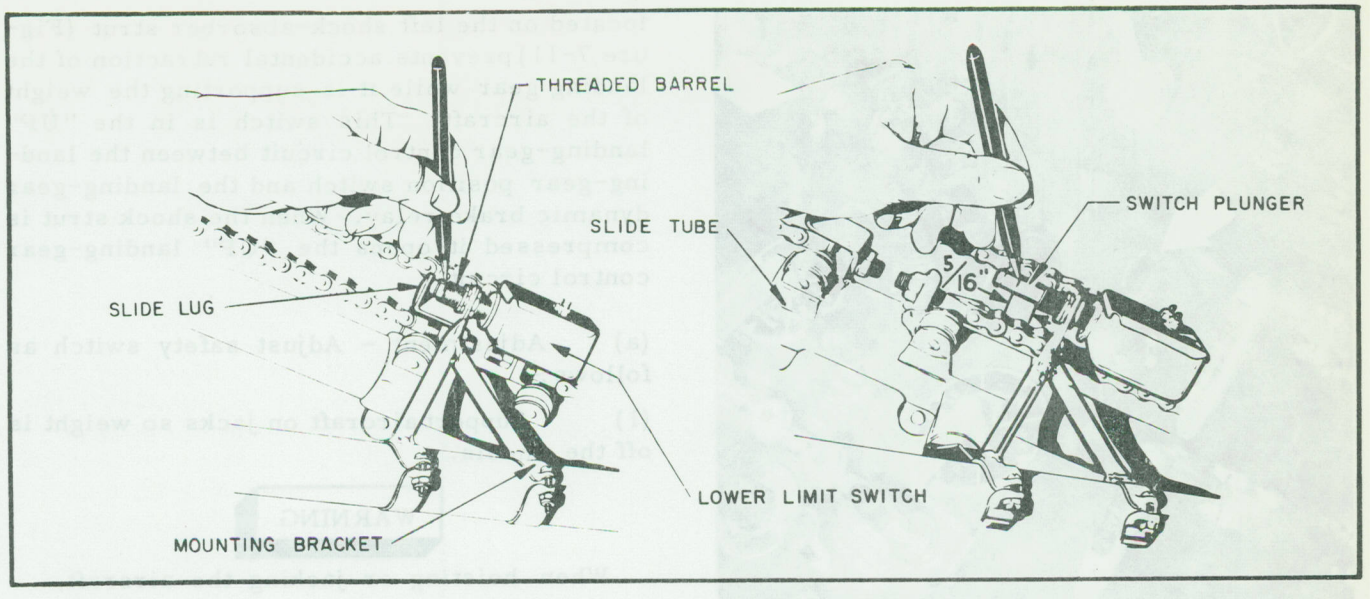

Figure 7-8 (Issue 1) Landing Gear Lower Position Light Switch Adjustment
(1) Support the aircraft so all the wheels are clear of the ground.
(2) Retract landing gear about half-way or until slide clears the switch.
(3) Make a mark on the switch plunger 5/16 inch from the threaded barrel (see Figure 7-8).
(4) Lower landing gear to the lower stop, adjust the switch against the slide so the mark placed on the switch just clears the end of the threaded barrel.
(5) Retract landing gear, then lower; check operation of green light on pilot's control pedestal.
(6) Tighten lock nuts holding the switch barrel.